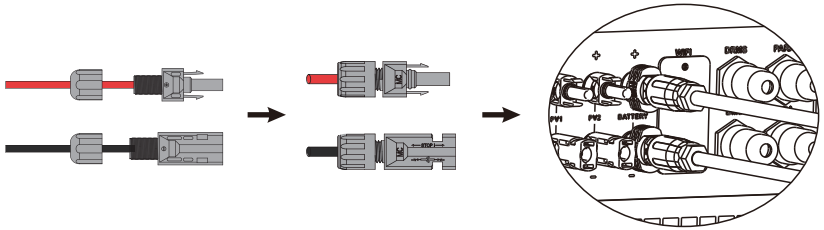

Figure 4.1-3 The PV plug is connected to the inverter
Step 3. Screw the cap on and plug it onto inverter side.There will be a click sound if connectors are inserted correctly into PV plugs.See Figure 4.1-3.